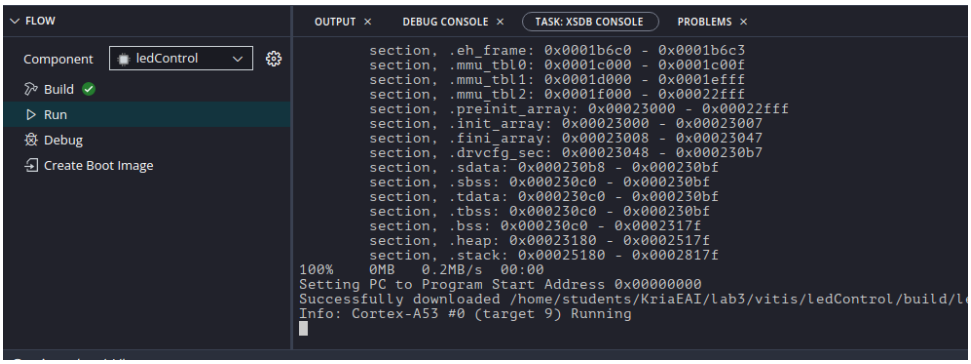

Figure 33: Running the Program
6. In the left-side Vitis **FLOW** window select the application component and the Click on **Run**. Refer figure 33.